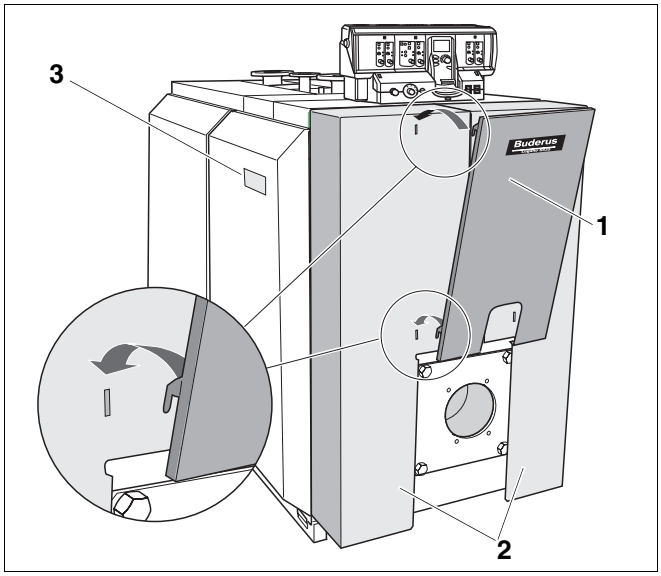

Рис. 41 Монтаж декоративного элемента
- Подвесить декоративный элемент (рис. 41, **поз. 1**) как показано стрелками на правую и левую части обшивки дверцы горелки (рис. 41, **поз. 2**).
- Закрепить фирменную табличку (рис. 41, **поз. 3**) в зависимости от местных условий на левой или правой боковой стенке.